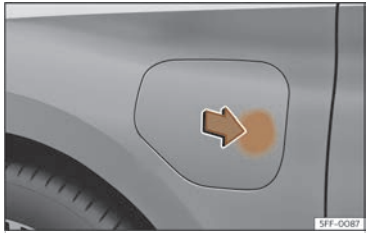

Fig. 61 Ouverture de la trappe de la prise de charge.
- Appuyez sur la trappe de la prise de charge de la batterie, près de la zone de la flèche, pour l'ouvrir ››› **fig. 61**.